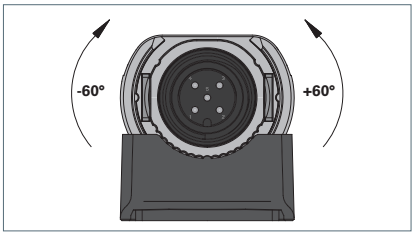

Fig. 6: Aligning the device between -60° and +60°.
- ▶ Turn the device at an angle between -60° and +60°, see Fig. 6.